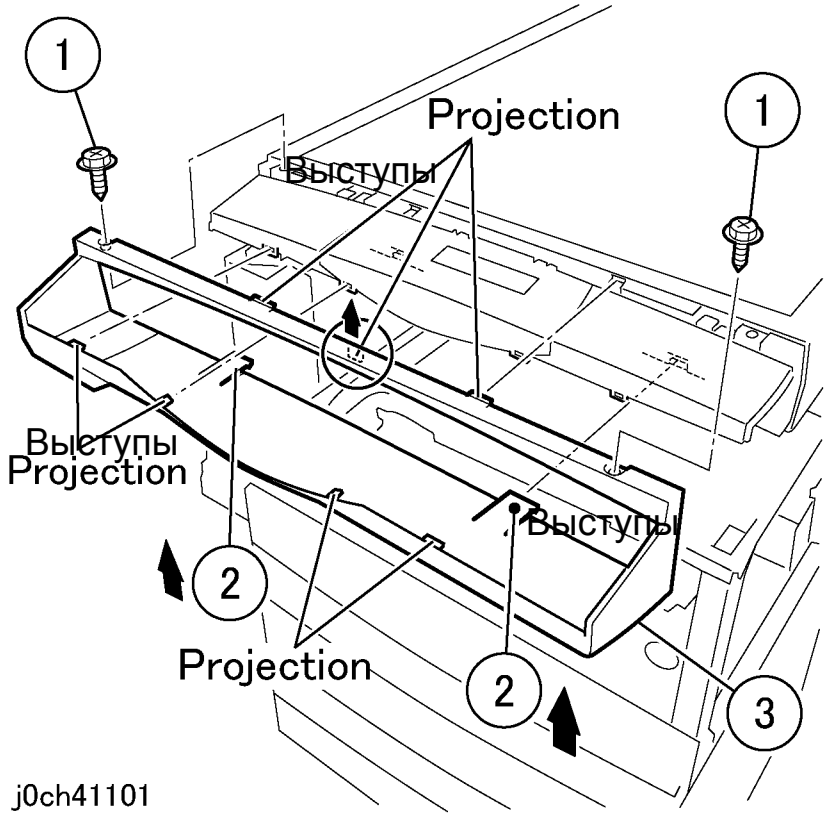

Рисунок 13 Снятие верхней крышки IIT (j0ch41101)
16. Снимите переднюю крышку IIT (рисунок 13).